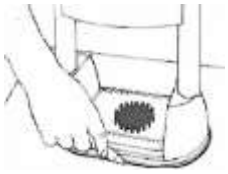

Figure 6
(7) **While the tool is activated (welding), trace around the base** of the tool with a grease pencil. This will help you judge your accuracy in centering the coil over the plate. (Figure 6)